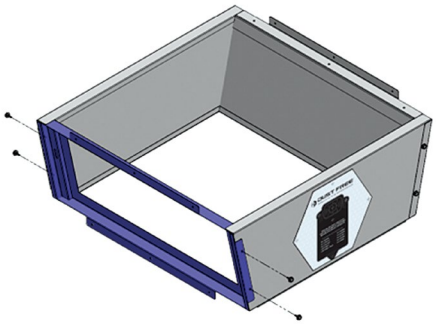

Figure 8: Secure door frame to rest of unit with supplied No.10 x 3/8" screws
7. Secure the door frame to the side panels using the supplied No. 10 x ⅜" screws in the aligned pre-drilled holes as depicted in **Figure 8.**